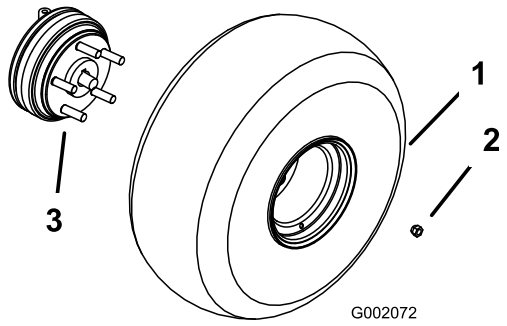

Figuur 3
3. Monteer de wielen met de bevestigingen die u eerder hebt verwijderd (Figuur 3), en draai deze vast met een torsie van 61-88 Nm.